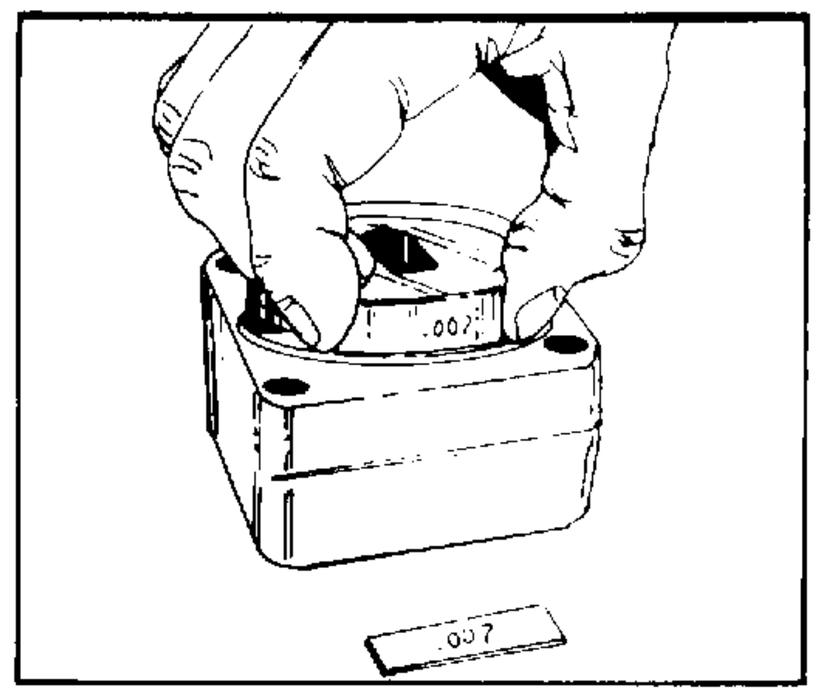

FIGURE 63.
18. Place the metering ring (17) on a hard flat surface. Place the assembled metering package into the metering ring with the commutator cover (20) down, such that the drive plate is partially out of the metering ring. (A suitable wood block under the metering package will hold it in this position.) See figure 63.